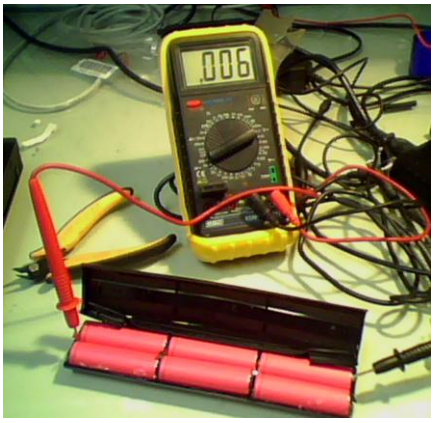

Fig.4
- aumenti frequenti di tensioni di durata ed ampiezza inferiore ai picchi di tensione (fig.4: transitori), la principale causa è la commutazione tra reti. Si risolve come nel caso precedente.